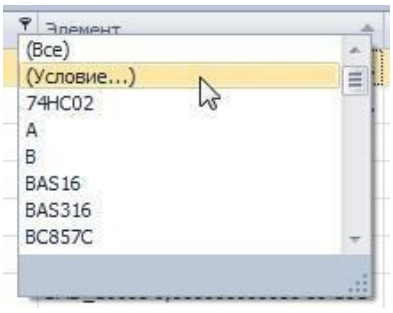

Рис. 783. Вызов окна для составления условия отбора
1. Вызовите список значений для фильтрации в нужной колонке и выберите пункт «(Условие…)», см. Рис. 783.